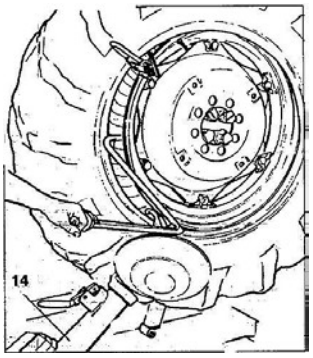

Рис. 7.15
21) Переместите подвес держателя инструмента (14, рис. 7.15) в рабочее положение.
23) Поверните шпиндель немного по часовой стрелке до тех пор, пока вы не сможете вставить направляющий рычаг борта в крепление на крюке (см. Рис.7.15). Этот рычаг поставляется в качестве дополнительного.